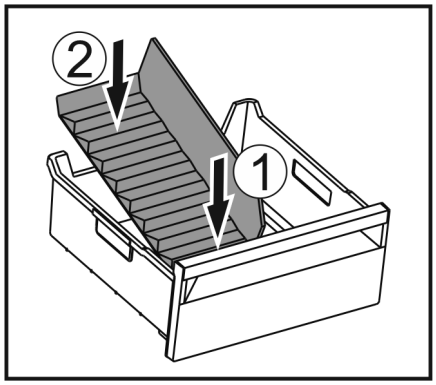

Fig. 244
- ▶ Insert the front part of the ice compartment divider. *Fig. 244 (1)*
- ▶ Lower the rear part of the ice compartment divider to the drawer bottom. *Fig. 244 (2)*